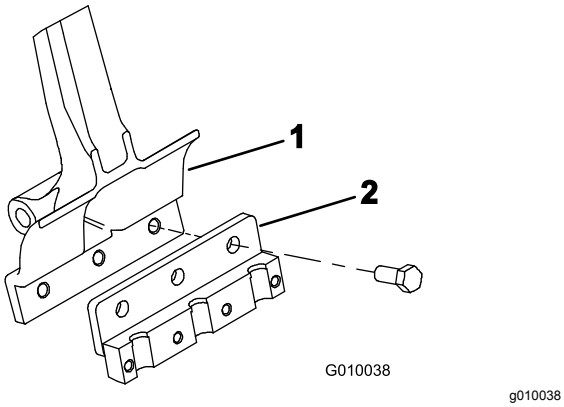

Figur 23
3. Fest en pipeholder på hver pipearm med tre bolter (1/2 x 1 1/4 tomme) (Figur 23). Stram boltene med et moment på 101,6 N·m.